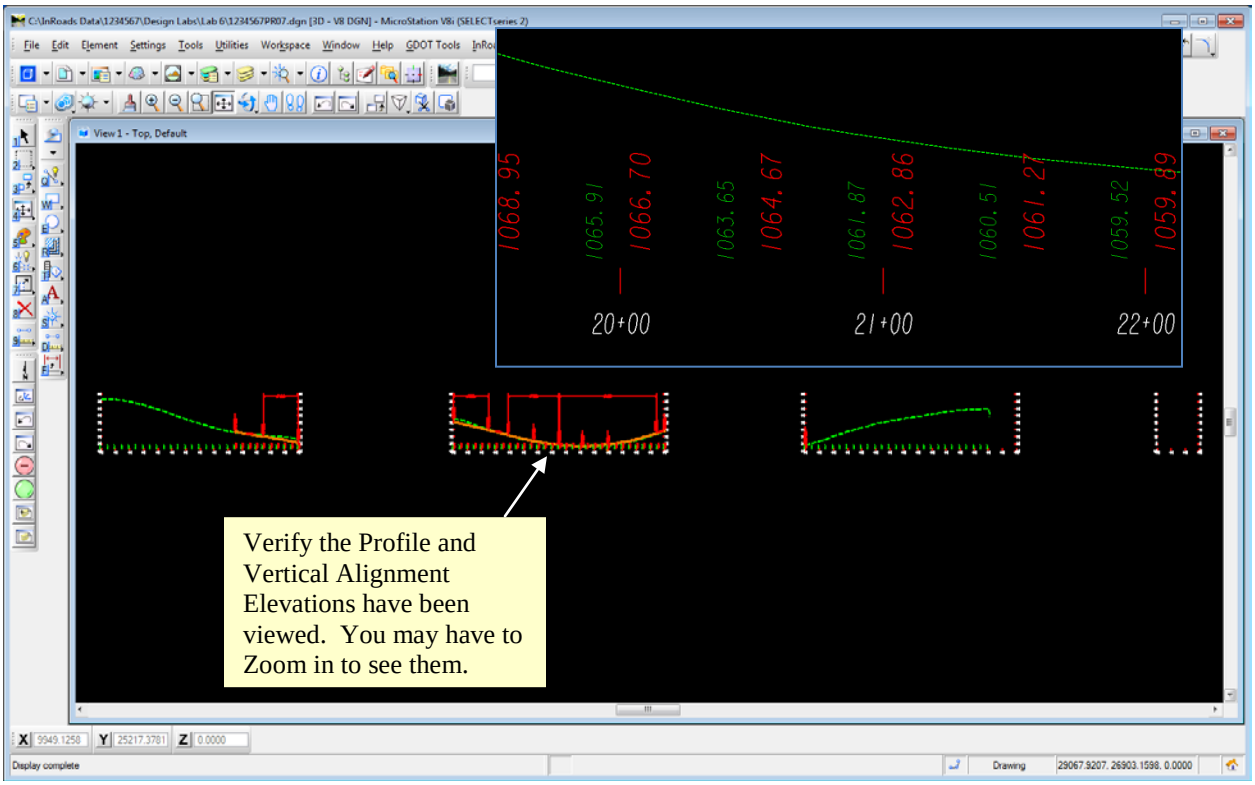

Figure L6-8 MicroStation Window
22.	• Click **Apply** & click **Close** in the **Annotate Profile** dialog. • The Elevations for the Terrain (Green) and Vertical Alignment (Orange) are now viewed in the MicroStation Window. • Verify your view matches that shown in *Figure L6-8* and that the Elevations have been annotated. *The Elevations are viewed.*